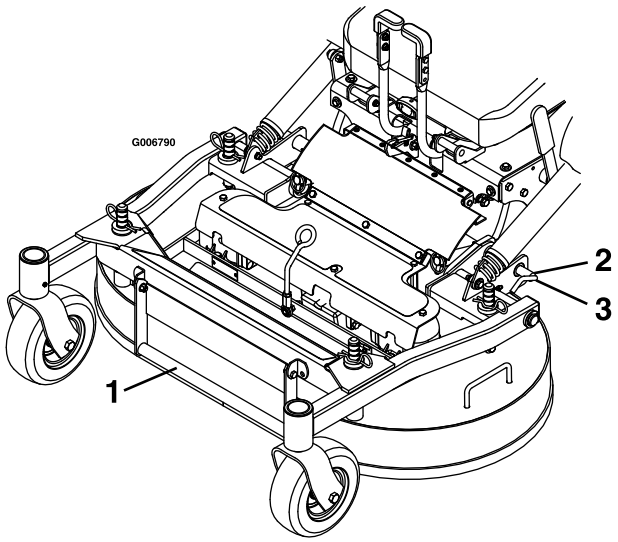

Figur 21
5. Frigjør låsestiftene for klippeenheten på begge sider (Figur 21).
4. Skyv låsestiftene for klippeenheten innover og drei dem forover for å låse klippeenheten i senket stilling (Figur 21).